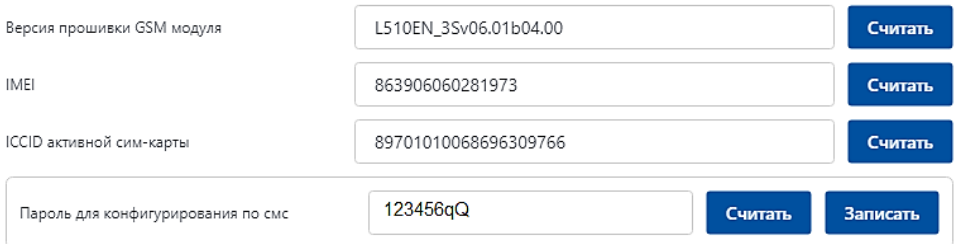

Рисунок 3.3 – Считывание данных о GSM модуле прибора.
3.6.3 На рис.3.3 показан пример получения данных о GSM модуле прибора.